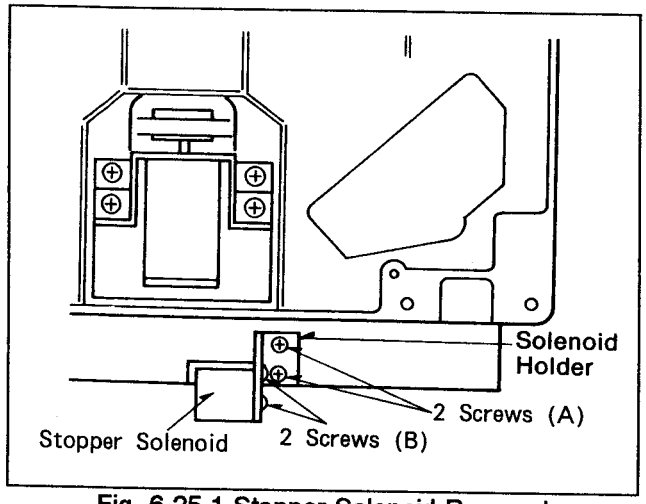

Fig. 6-25-1 Stopper Solenoid Removal
1. Remove the bottom plate (Refer to item 2-2).
3. Unscrew the 2 screws (A) and remove the Solenoid Holder as shown in figure 6-25-1.
5. Unscrew the 2 screws (B) and remove the Stopper Solenoid as shown in figure 6-25-1.